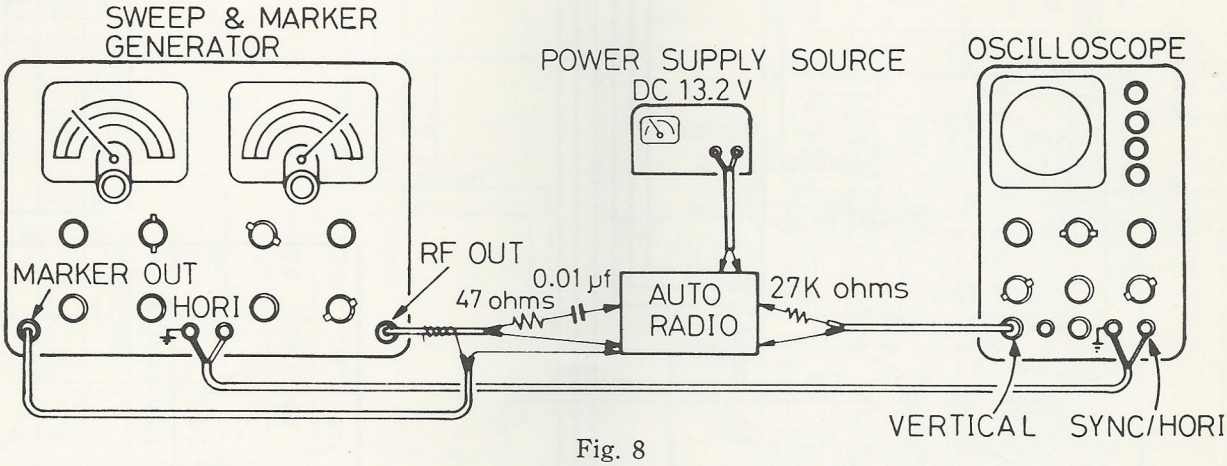

Fig. 8
(1) Preparations for alignment
a. Connections (Refer to Fig. 8)
For Test set up refer to Fig. 8.